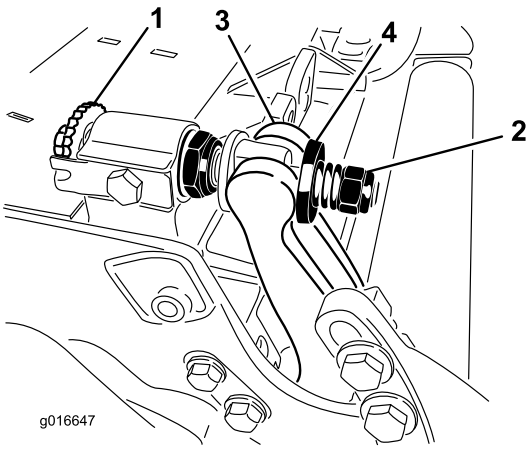

Figur 28
1. Drej bundtværstangens justeringsskruer mod uret for at føre bundkniven væk fra knivcylinderen (Figur 28).
2. Før fjederspændingsmøtrikken bagud, indtil skiven ikke længere sidder stramt mod bundtværstangen (Figur 28).